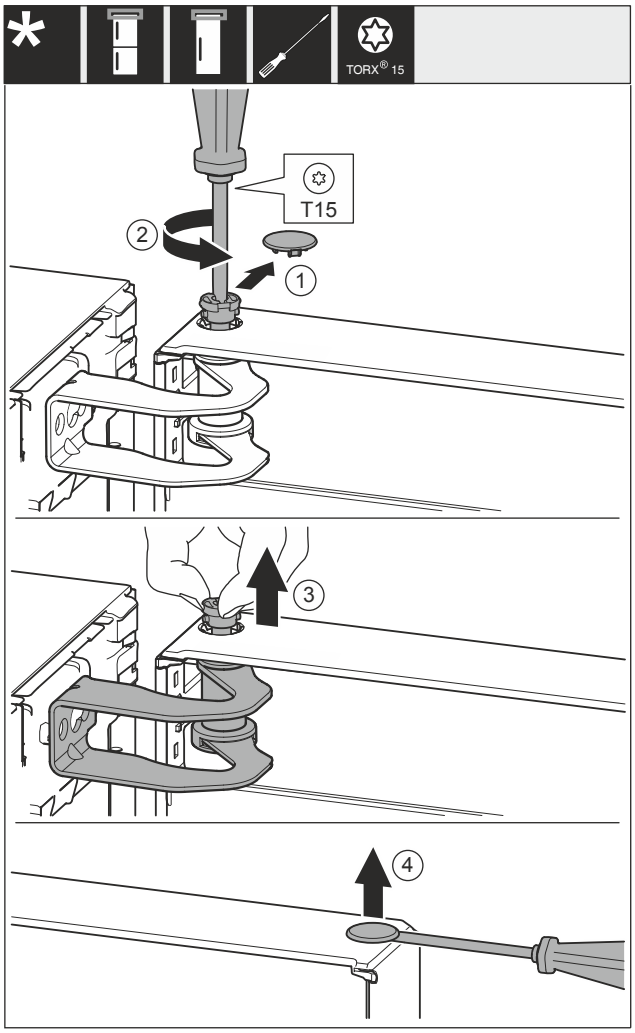

Fig. 9
▶ Retirer le couvercle *Fig. 9 (1)* avec prudence.
▶ Dévisser légèrement l'axe *Fig. 9 (2)* avec un tournevis.
▶ Retirer l'axe *Fig. 9 (3)* avec les doigts.
▶ Soulever et retirer le couvercle *Fig. 9 (4)* au moyen d'un tournevis, avec prudence.